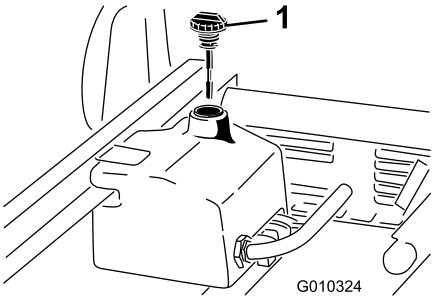

Figur 19
1. Gör rent omkring påfyllningsröret och hydraultanklocket (Figur 19). Skruva av tanklocket på påfyllningsröret.
2. Ta ut oljestickan (Figur 19) ur påfyllningsröret och torka av den med en ren trasa. För in oljestickan